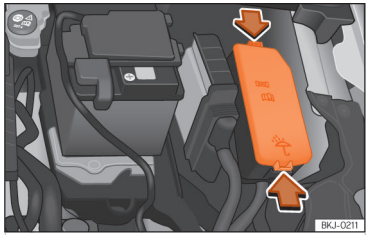

Abb. 168 Im Motorraum: Abdeckung des Sicherungskastens.
- Verriegelungstasten drücken, um die Abdeckung des Sicherungskastens ››› **(Abb. 168)** zu entriegeln.